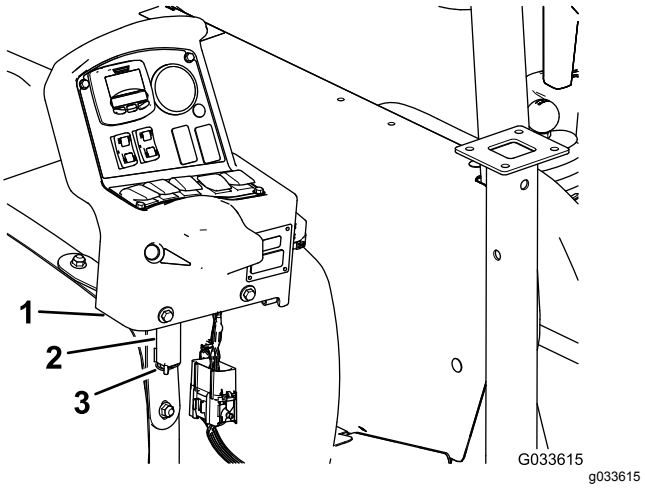

Figur 132
7. Ta bort konsolen från dess monteringsfäste på maskinens instrumentbräda och rikta in styrkonsolens svängtapp efter förvaringsfästet vid det främre tankbandet (Figur 132), se Montera styrkonsolen på maskinen (sida 19).
8. Montera konsolen på fästet och sätt fast svängtappen på fästet med hårnålssprinten (Figur 132).